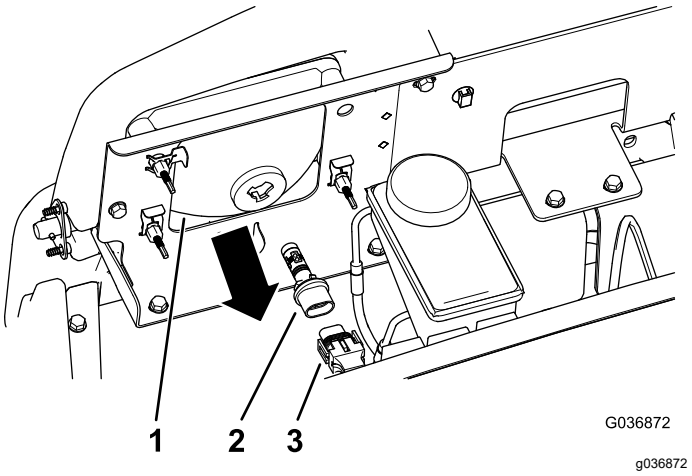

Figura 38
3. Desconecte el conector eléctrico del arnés de cables del conector de la lámpara, en la parte trasera de la carcasa del faro (Figura 38).
4. Retire el conjunto de la lámpara girándola ¼ de vuelta en sentido antihorario y desplazándola hacia atrás (Figura 38).
5. Instale el conjunto de lámpara nueva y la carcasa del faro y alinee las pestañas del conjunto de la lámpara con las ranuras de la carcasa del faro (Figura 38).
6. Sujete el conjunto de la lámpara girándola ¼ de vuelta en sentido antihorario (Figura 38).
7. Conecte el conector eléctrico del arnés de cables al conector del conjunto de la lámpara nueva (Figura 38).